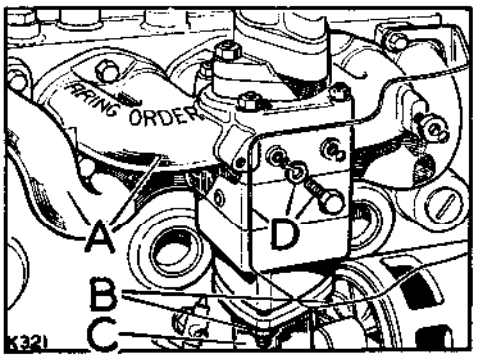

**Fig. A1-30. Front exhaust pipe fixings**
2. Refit the front exhaust pipe, see Fig. A1-30.